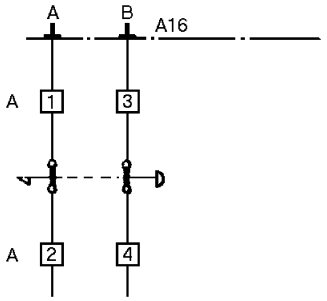

Fig 11
- Ytre nødstopp, se fig. 11 på side 31.